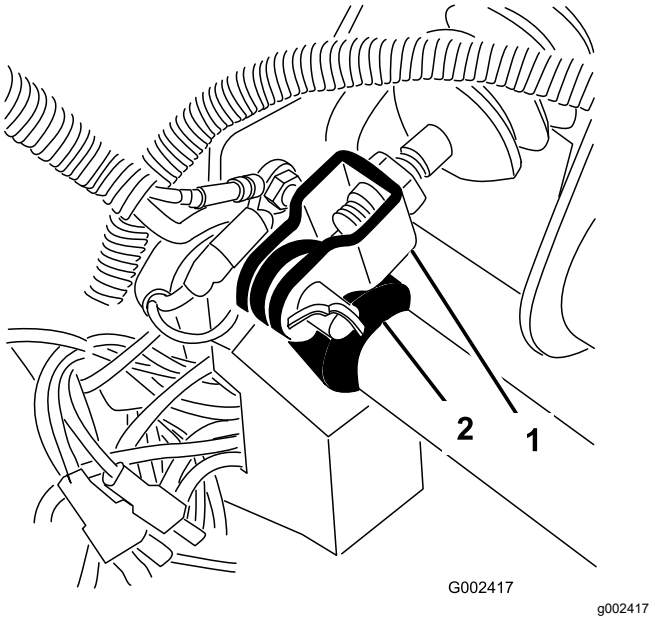

Figur 61
1. Ta bort saxpinnen och sprintbulten som fäster huvudcylinderoket vid bromspedalstappen (Figur 61).